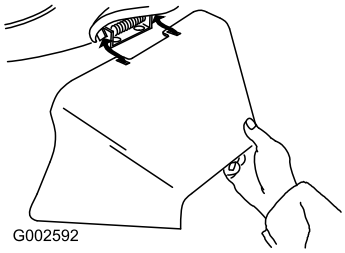

Figuur 32
3. Monteer de zijafvoer en sluit het deurtje op de tunnel (Figuur 32).